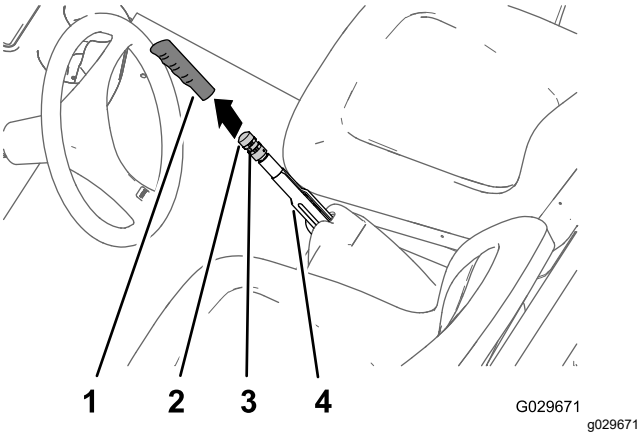

Figuur 66
1. Verwijder de handgreep van de parkeerremhendel (Figuur 66).
2. Draai de stelschroef los waarmee de knop voor de remafstelling is bevestigd aan de parkeerremhendel (Figuur 66).
3. Verdraai de knop van de remafstelling tot u een kracht van 133 tot 156 N bereikt om de parkeerremhendel in te schakelen (Figuur 66).
4. Draai de stelschroef vast en plaats de handgreep (Figuur 66).
2. Draai de stelschroef los (Figuur 66) waarmee de knop voor de remafstelling is bevestigd aan de parkeerremhendel. Stel de parkeerrem vrij en draai de knop voor de remafstelling los.
5. Draai aan de knop voor remafstelling (Figuur 66) totdat een kracht van 133 tot 156 N nodig is om de parkeerremhendel in werking te stellen.
C. Draai aan de knop voor remafstelling (Figuur 66) totdat een kracht van 133 tot 156 N nodig is om de parkeerremhendel in werking te stellen.
- Draai de stelschroef vast en plaats de handgreep (Figuur 66).